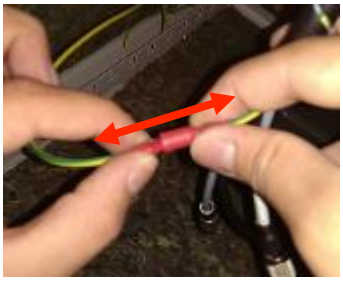

Abb. 2.11.4
4. Massenanschluss (grün gelbes Kabel) mit rotem Stecker trennen. An beiden Enden fassen und stark ziehen (Abb. 2.11.4).